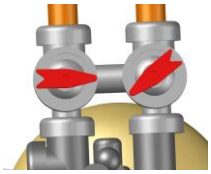

Figure 15: Opening bypass valve's inlet
c. Slowly open the bypass valve's inlet to allow water to slowly enter the tank. (shown in figure 15).